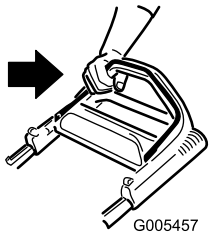

**Figur 13**
2. Hold bøjlen til knivens kraftudtag helt op mod håndtaget (Figur 13).